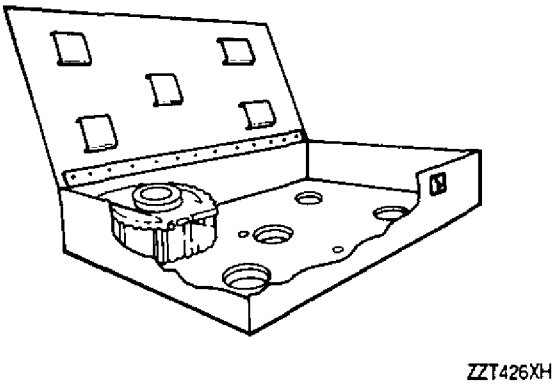

Figure 1. 6796835 Planet Gear and Bearing Assembly Protector (Box)
a. Remove a planet gear and bearing assembly from 6796835 protector box (figure 1). Remove Detail −2 nut and Detail −1 plate from rear journal.